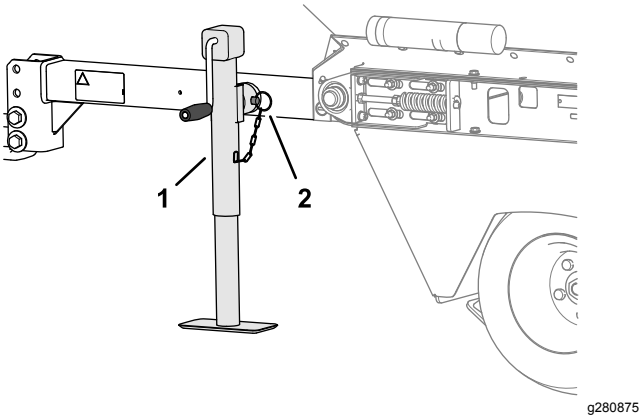

Figur 11
2. Drej donkraften lodret (Figur 11).
3. Fastgør den til monteringsrøret med gaffelbolten (Figur 11).